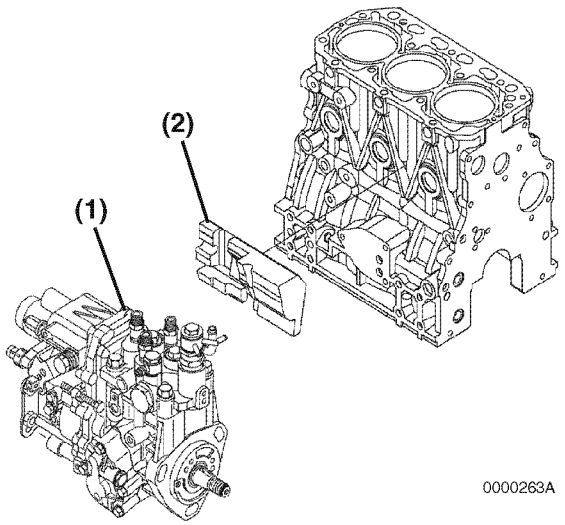

Figure 7-34
12. If equipped, verify the fuel injection pump insulator **(Figure 7-34, (2))** is not damaged. Reinstall the insulator and intake manifold if previously removed.